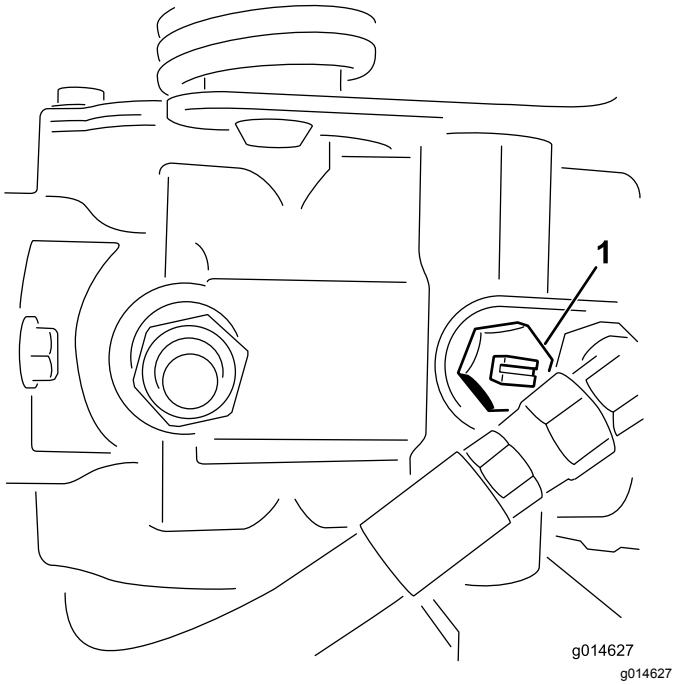

Figur 29
1. Find omløbsventilen på pumpen, og drej den, så rillen er vertikal (Figur 29).
2. Luk omløbsventilen ved at dreje den, så rillen er horisontal (Figur 29), før du starter motoren.